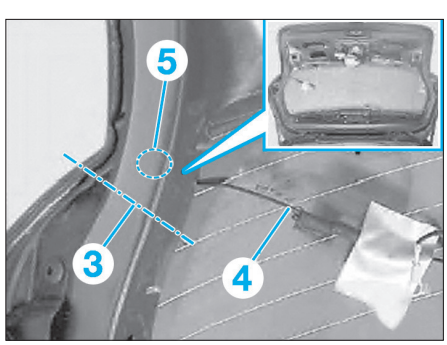

FIG. 13
• Insérer la pointe de l'alêne au niveau de la ligne (3) **(Fig.13)**.